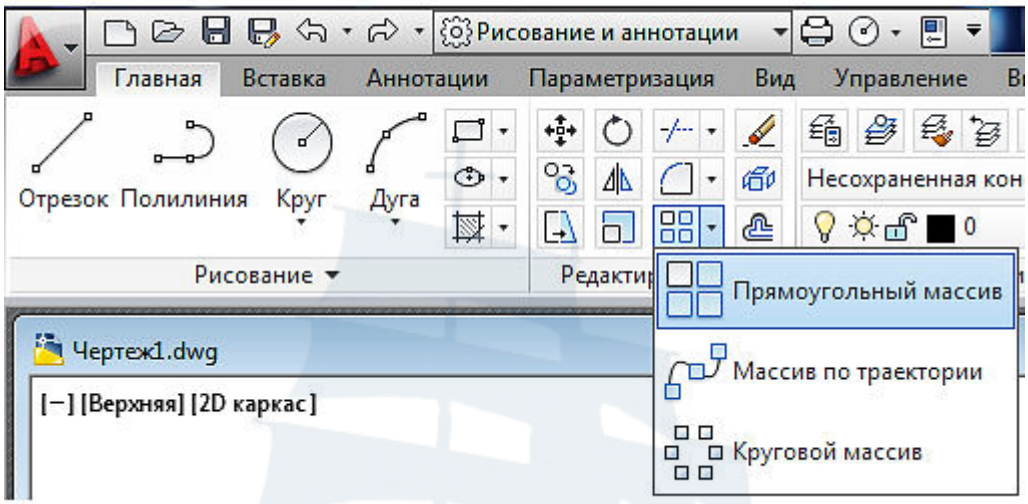

Рис. 139
– нажатием кнопок **Прямоугольный** м**ассив** (рис. 139) или **Круговой массив** (рис. 139) на панели инструментов **Редактирование** на вкладке **Главная** ленты инструментов;